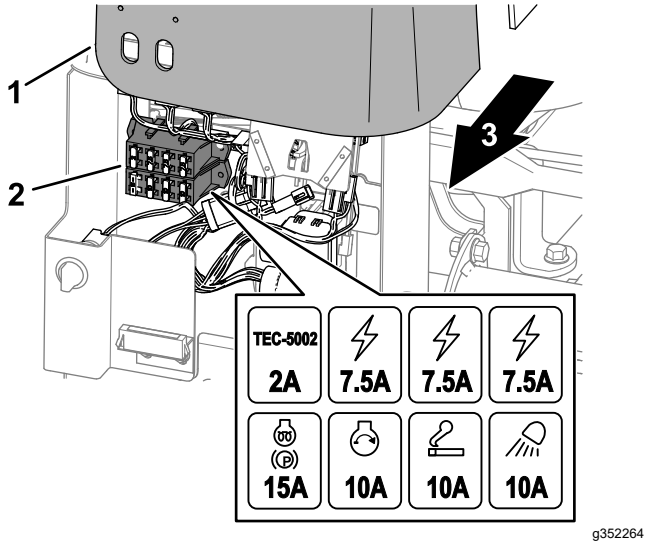

Figur 68
1. Lyft upp kåpan från reglagearmen (Figur 68).
2. Leta reda på den öppna säkringen i säkringshållaren eller säkringsblocket (Figur 68).
4. Montera kåpan på reglagearmen (Figur 68).